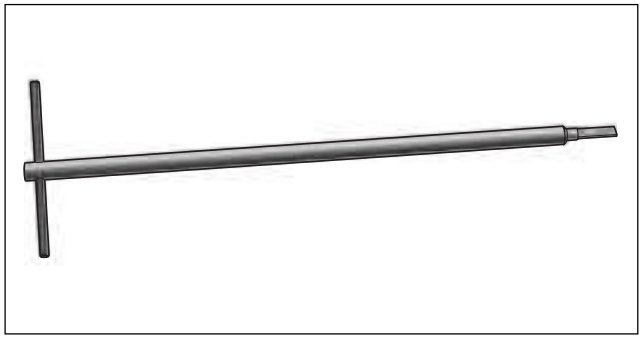

Figure 8-74. Ignition Switch Connector Remover (Part No. HD-45961)
a. Obtain the IGNITION SWITCH CONNECTOR REMOVER (HD-45961). See Figure 8-74.